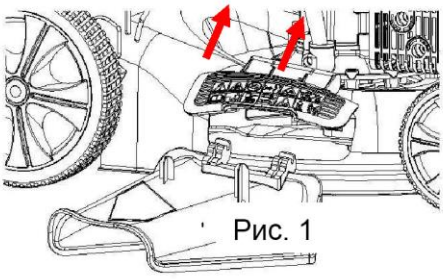

Рис. 1
8. Функция бокового выпуска: установите крышку бокового выпуска (рис. 1).